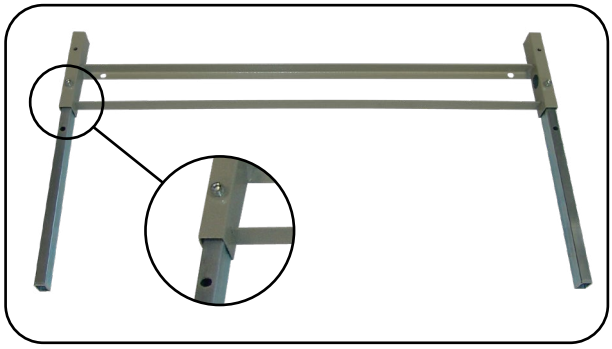

Abb. 6.6.04 – Steckinnenrohre in Bettverlängerung montiert
4. Drehen Sie zwei Zylinderkopfschrauben in die Bohrungen und ziehen Sie anschließend die zwei Zylinderkopfschrauben mit dem beiliegenden Innensechskantschlüssel (6 mm) fest (Abb. 6.6.04).